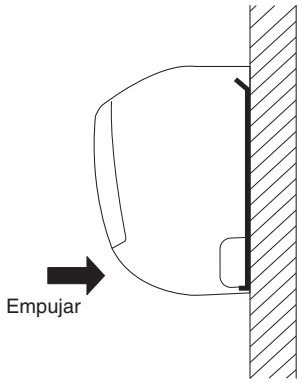

Fig. 3-22
(1) Para instalar la unidad interior, monte la unidad interior en las 3 lengüetas de la parte superior de la placa posterior.
(2) Sujete la salida de descarga de aire y presione la parte inferior de la unidad interior hasta que se escuche un clic, para así fijar con seguridad las dos lengüetas en la parte inferior de la placa posterior. (Fig. 3-22)